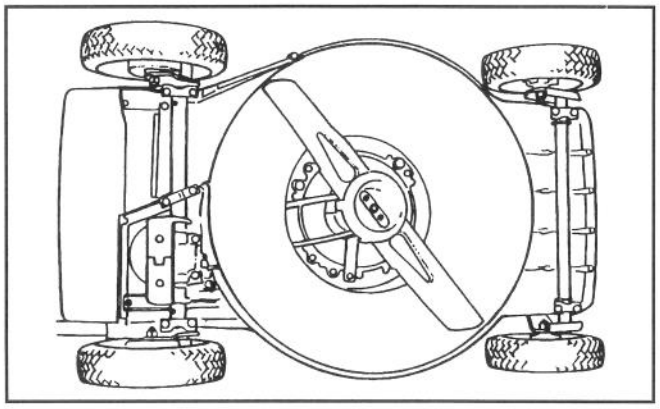

Abbildung 26
2. Den Mäher auf die linke Seite kippen (Abb. 26). Drehen des Mähmessers vermeiden, da das zu Startproblemen führen könnte.